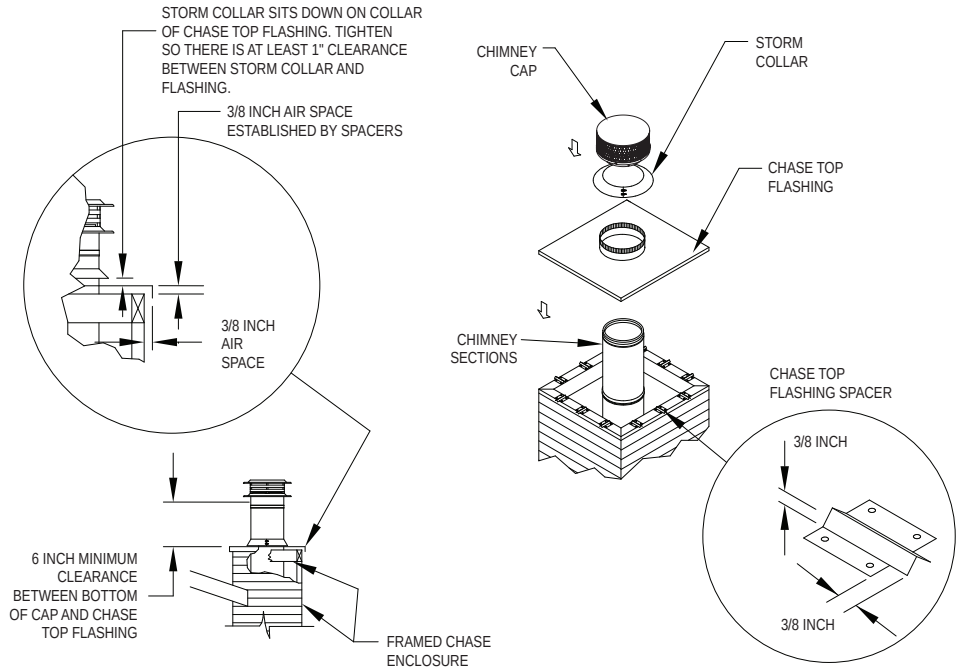

Figure 23
8. Install Chase Top Flashing: It is recommended that a Tee Supported Chimney be enclosed in a chase. If a chase enclosure has been constructed, you can either use a standard flat-roof flashing, or you can use a Chase Top Flashing. Using a Chase Top Flashing allows for a lower profile for the chimney. The Chase Top Flashing has an opening in the center that has a 3" larger diameter than the outer diameter of the DuraTech Chimney. If the Chase Top Flashing can fit over your chase enclosure as required ***(Fig 23)*** then install as directed, or trim as needed. However, if the Chase Top Flashing is smaller than your chase enclosure, the you will need to provide a galvanized sheet capable of covering your chase and overhanging the each side by 1/4-1/2 inch. Attach the Chase Top Flashing to the galvanized sheet using sheet metal screws and non-hardening waterproof sealant. Use the Chase Top Flashing Spacers to allow the proper air-gap clearances on the galvanized sheet. The Chase Top Flashing Spacers are available to insure that the proper air-gap is maintained. ***Figure 23*** displays in some detail, how these air gaps are established using the Spacers and Chase Top Flashing. Secure the Chase Top Flashing to the chase using a sufficient number of #8, 1-1/2" wood screws, being careful to insure the air gap is maintained between the flashing and the chase. Seal the screw heads with non-hardening sealant. Install the Storm Collar directly down on top of the collar of the Chase Top Flashing.